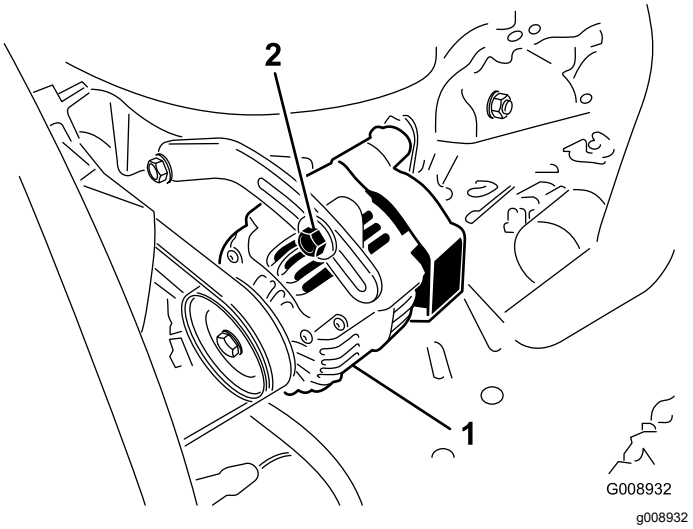

Figuur 77
Controleer de conditie en de spanning van de riemen (Figuur 77) om de 100 bedrijfsuren.
2. Als de indrukking niet correct is (geen 10 mm), moet u de montagebouten van de wisselstroomdynamo losdraaien (Figuur 77).